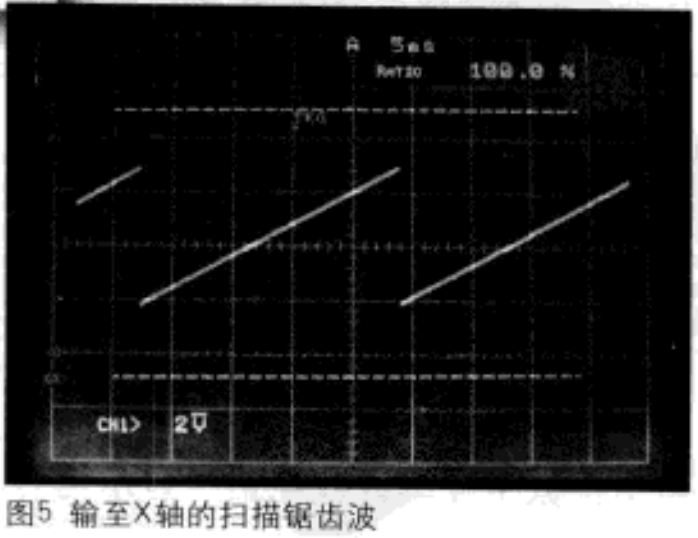

图5 输至X轴的扫描锯齿波
1. 锯齿波振荡电路：IC1（ICM7555）、IC2a、IC2c、IC2d、VT2、RP1b等构成线性锯齿波振荡电路。IC1被接成多谐振荡电路，IC2a、VT2、RP1b等组成一个压控恒流源向C2充电，从而保证了锯齿波的线性度，充电电流的大小由RP1b的阻值大小决定，也就是锯齿波的周期可由RP1b调节。IC1采用CMOS时基电路（ICM7555），这比采用双极型555电路可进一步提高锯齿波周期精度和稳定性。本电路的锯齿波周期可在25ms～2.0s之间进行调节，改变C2的容量，可调整周期范围，锯齿波的峰值电压为+5V。此锯齿波通过跟随器IC2c缓冲分两路输出，一路至示波器X轴输入，作为X轴的扫描电压，见图5。另一路经S1a开关的选择后，加至频率界限预设电路。IC1的3脚输出的脉冲可由示波器Z轴输入，作为消隐信号（有必要时），有时可能需要将此脉冲反相，或稍为调整其电平，以符合示波器的需求。IC1的5脚输出的+5V电压经IC2d缓冲输出，作为频率界限预设电路的扫频终止（上限）频率设置的基准电压。